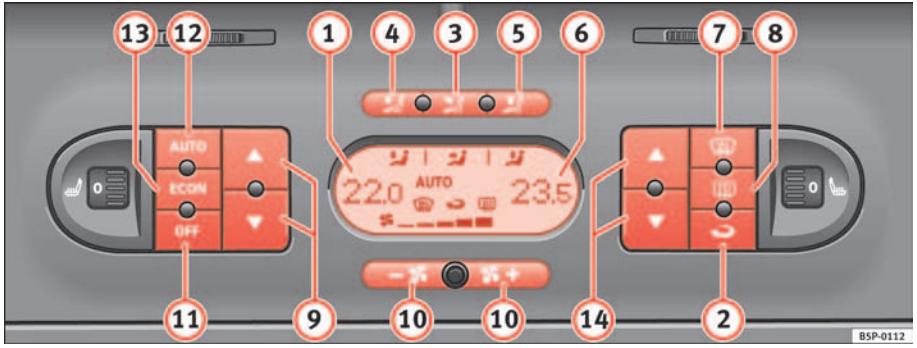

Fig. 126 On the dash panel: 2C Climatronic controls
– To enter manual mode, press one of the buttons ⇒ fig. 126 (3) to (5), ECON or turn the air flow control (10). The symbol AUTO will disappear from the display. ▶
– Press the button ⇒ page 154, fig. 126 (2) to switch air recirculation mode on or off. It is switched on if the following symbol appears in the display .